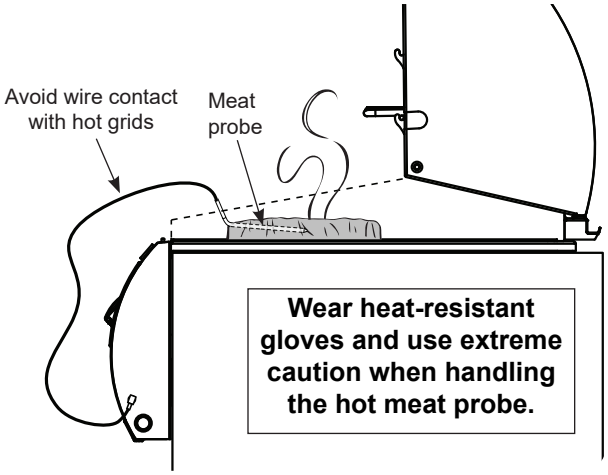

Fig. 39-3 Meat probe
- Meat probe wire is rated up to 800˚F and cannot withstand continuous contact with flame. Avoid wire contact with hot cooking grids. See Fig. 39-3. If wire shows visible damage, meat probe needs to be replaced.